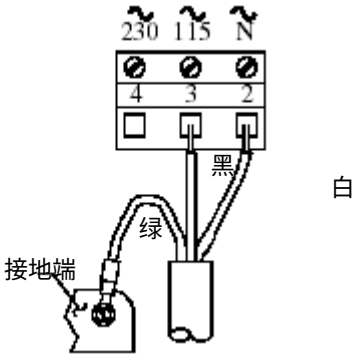

图 2-8　连接 115V 单相电源到序列号前缀为“B”的测定仪
- 对于序列号前缀为“B”的测定仪，连接到箱体底部的接地端（5 个开孔——图 2-8、2-10 或者 2-12）。